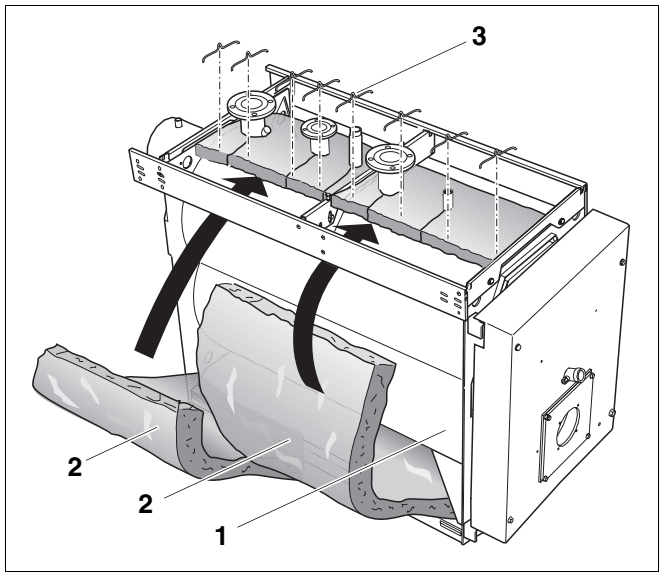

Рис. 22 Установка теплоизоляции корпуса котла
Теплоизоляция Logano S735 состоит из 2 частей для его корпуса (рис. 22) и для задней стенки котла.
- Протянуть теплоизоляцию корпуса котла (рис. 22, **поз. 2**) под котлом (рис. 22, **поз. 1**) и уложить по его поверхности (рис. 22, **поз. 1**).
- В месте косынок жесткости сделать вырезы в теплоизоляции (рис. 22, **поз. 2**).
- Закрепить теплоизоляцию (рис. 22, **поз. 2**) скобами (рис. 22, **поз. 3**).